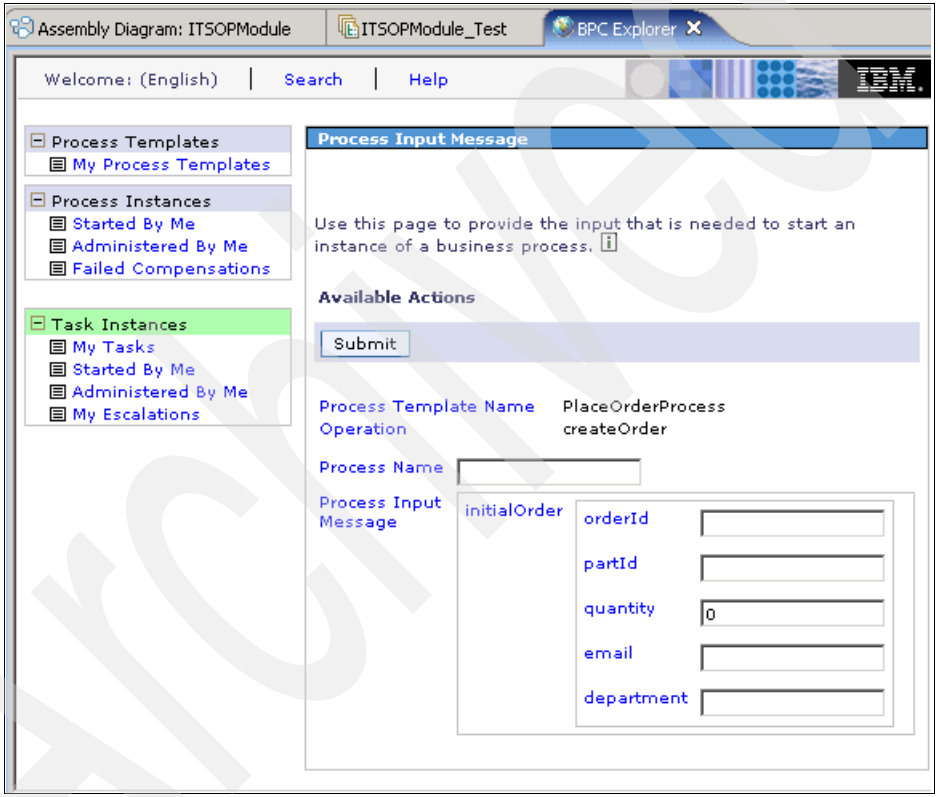

Figure B-9 Input parameters in the BPC Explorer
3. As shown in Figure B-9, enter the values to use for invocation and click **Submit**. The process instance is created and the page refreshes with the output.